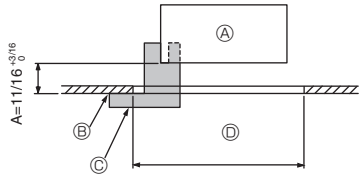
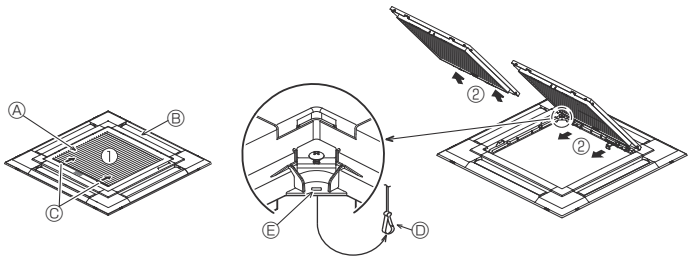
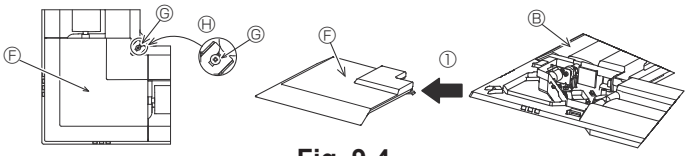

Fig. 9-2
Fig. 9-3
Fig. 9-4
①	Grille	1	950 × 950 (mm), 37-3/8 × 37-3/8 (pouces)
②	Schéma d'installation	1	(divisé en 4 parties)
③	Vis (4 × 16)	1	pour **TPLA0A.1EA70∗**
④	Panneau en coin i-see sensor	1	pour **TPLA0A.1EA70∗**
9.2. Préparation avant d'attacher la grille (Fig. 9-2)
- À l'aide de la jauge ② fournie avec ce kit, ajustez et vérifiez la position de l'appareil principal par rapport au plafond. Si l'appareil principal n'est pas correctement positionné par rapport au plafond, des fuites d'air peuvent se produire et provoquer un phénomène de condensation.
- Ⓒ Schéma d'installation ② (inséré dans l'appareil principal)
9.2.1. Retrait de la grille d'admission (Fig. 9-3)
- Pour ouvrir la grille d'admission, faire glisser les leviers dans le sens indiqué par la flèche ①.
- Lorsque la grille se trouve en position "ouverte", retirer la charnière de la grille d'admission comme indiqué par la flèche ②.
9.2.2. Retrait du panneau en coin (Fig. 9-4)
- Dévissez les 4 vis de coin. Pour retirer le panneau, faites-le glisser dans le sens indiqué par la flèche ①.
[Fig. 9-3] [Fig. 9-4]